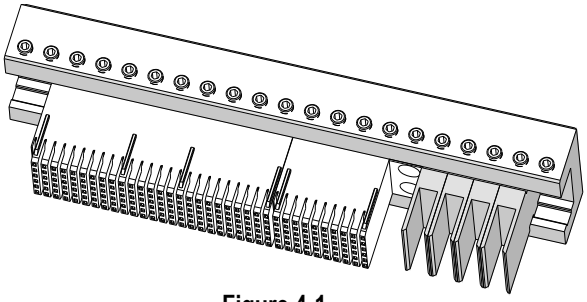

**Figure 4-1**
All the insertion tooling listed in Table 4-1 and 4-2 can be stacked in any combination to be able to simultaneously press in any arrangement of stacked connectors. Tooling holders are available in various lengths. Figure 4-1 shows a typical setup for a 6 by 25 signal module, a 6 by10 signal module, and four (4) 6-row power modules.